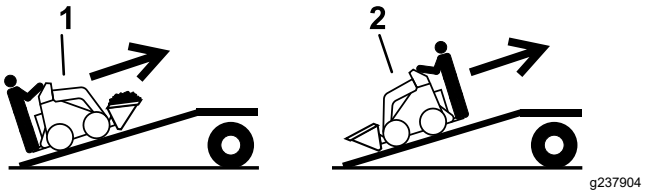

Figuur 18
5. Laad de machine op de aanhanger met de zwaarste kant naar de bovenste zijde van de oprijplaat gericht, en zorg dat de lading onderaan zit (Figuur 18).